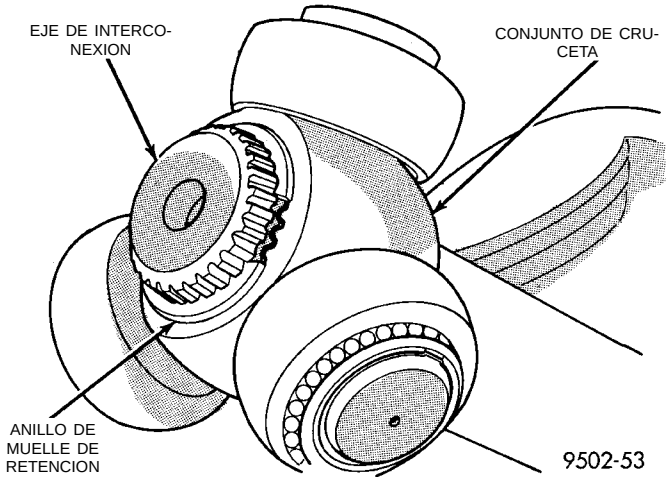

Fig. 33 Anillo de muelle de retención del conjunto de cruceta instalado
(3) Instale el anillo de muelle de retén del conjunto de cruceta al eje de interconexión, en la acanaladura del extremo de este último (Fig. 33). Asegúrese de que el anillo de muelle esté completamente asentado en la acanaladura del eje de interconexión.